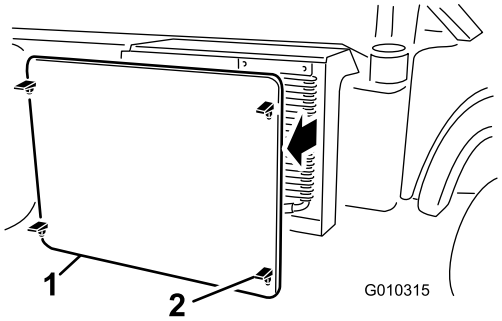

Figur 58
2. Lossa och ta bort kylargallret från kylarens framsida (Figur 58).